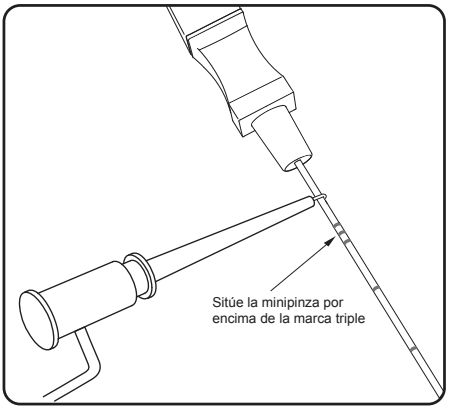

Figura 6. Conecte el cable de estimulación de prueba de la aguja a la aguja para el agujero
3. Conecte el extremo de la pinza del cable de estimulación de prueba de la aguja a la sección sin aislante de la aguja para el agujero (inmediatamente por debajo del conector y por encima de la marca de tres rayas de la aguja para el agujero) (**Figura 6**).